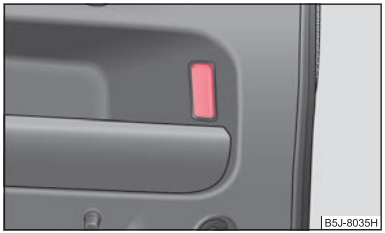

Fig. 172 Remove the luggage compartment light
- Insert a screwdriver into the slot below the light ⇒ fig. 172. Lever out the light carefully.